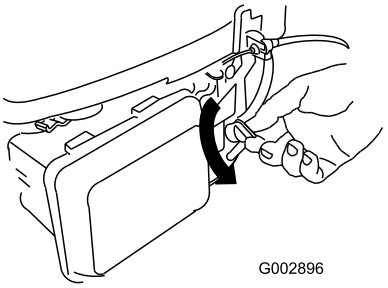

Figuur 21
2. Draai de hendel van de brandstofklep naar de stand Aan (Figuur 21).